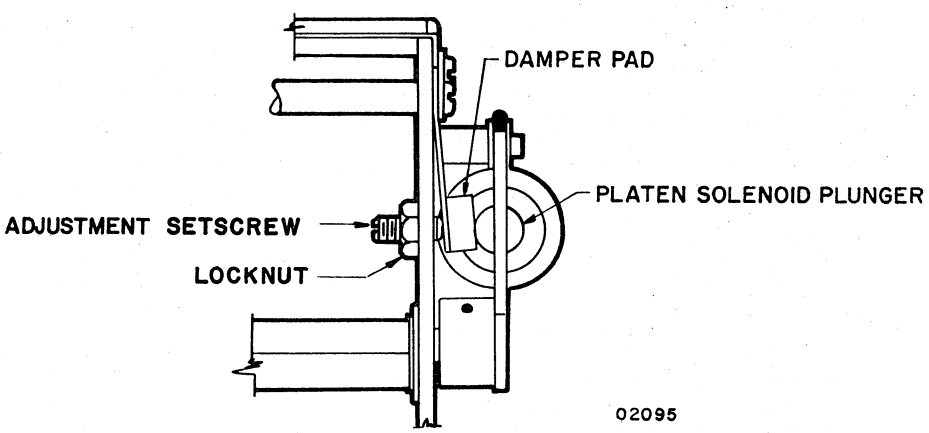

Figure NIP7. Damper Pad Adjustment
16) Check print quality. If print has a dark cast or printhead drags on paper during carriage return, the solenoid plunger damper pad may be adjusted too tight, restricting solenoid plunger movement. If print quality is good, but vibration and noise is discernible, the damper pad may be adjusted too loose. Loosen locknut and turn damper pad adjusting screw to increase pad pressure until print quality is affected. Then back off screw just enough to obtain good print quality. Tighten nut (see figure NIP7).